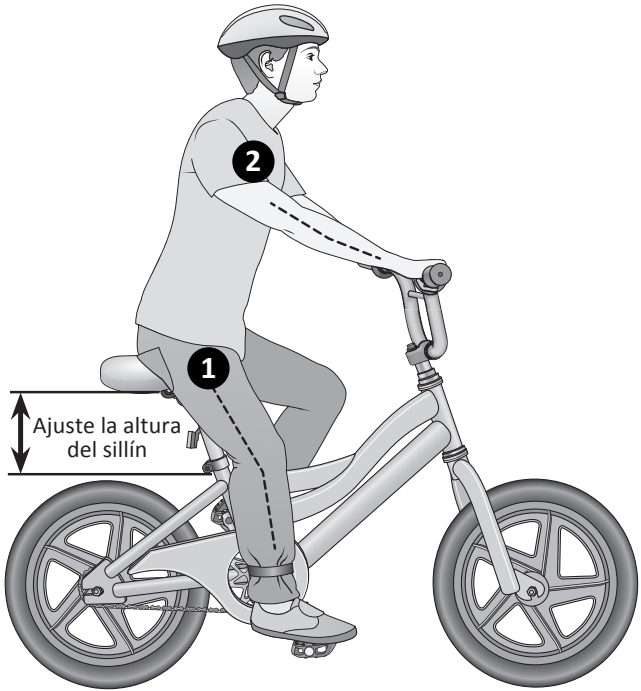

Figura 1.2
1. Sus piernas deben estar casi completamente rectas cuando el pedal está en la posición más baja, con sólo una leve curva en la rodilla. **Figura 1.2**
Asegúrese siempre de que la **marca de inserción mínima** de la tija del sillín esté por debajo de la abrazadera del sillín y que la abrazadera esté bloqueada en su sitio. **Figura 1.2**